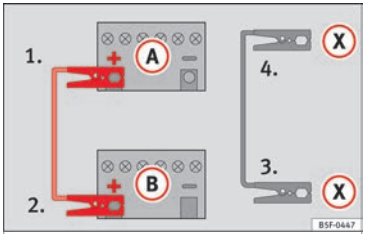

Fig. 73 Diagram of connections for vehicles with Start-Stop system.
– *For vehicles with Start-Stop system:* connect one end of the *black* jump lead (X) to a suitable ground terminal, to a solid piece of metal in the engine block, or to the engine block itself ››› **Fig. 73**.
5. Connect the other end of the *black* jump lead (X) to a solid metal component bolted to the engine block or to the engine block itself of the vehicle with the flat battery. Do not connect it to a point near the battery (A).